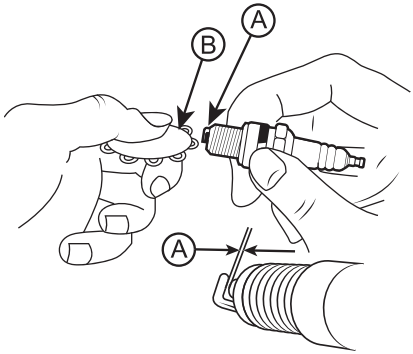

Рис. 17 Обслуживание свечи зажигания
4. Измерьте зазор A между электродами свечи зажигания специальным щупом B. Зазор должен быть 0,7-0,8 мм (Рис. 17). При увеличении или уменьшении требуемого зазора, рекомендуется заменить свечу, так как регулировка зазора может привести к изменению качества искрообразования.